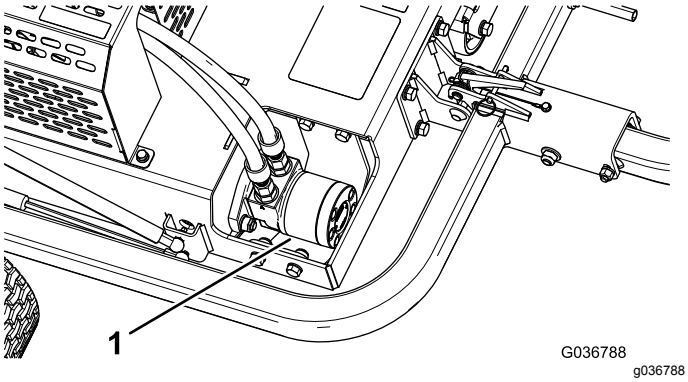

Figur 40
3. Fjern smuss og rusk fra området rundt den hydrauliske motoren (Figur 40).